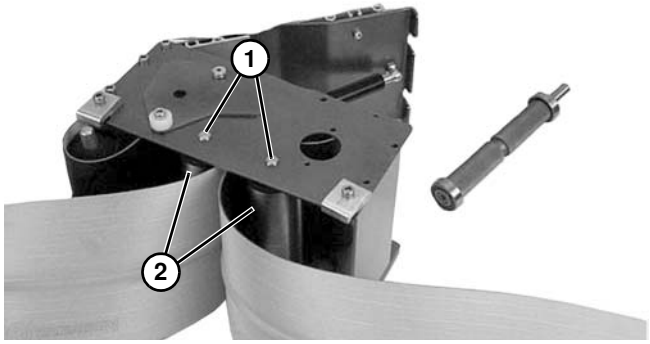

Abbildung 70
b. Bei einem 127 mm breiten oder breiteren Förderband beide Seiten der gespannten Welle **(Abbildung 70, Teil 1)** drücken. Riemenscheiben **(Abbildung 70, Teil 2)** abnehmen.